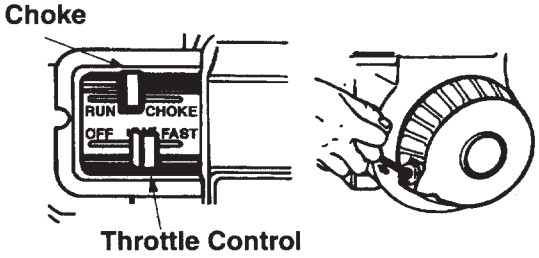

Figure 6.
The throttle control lever is located on the engine. It controls the engine speed and stops the engine. **(See Figure 6)**
3. Place the throttle control lever in FAST position. **(See Figure 6)**
5. Grasp starter handle **(See Figure 6)** and pull rope out slowly until engine reaches start of compression cycle (rope will pull slightly harder at this point). Let the rope rewind slowly.